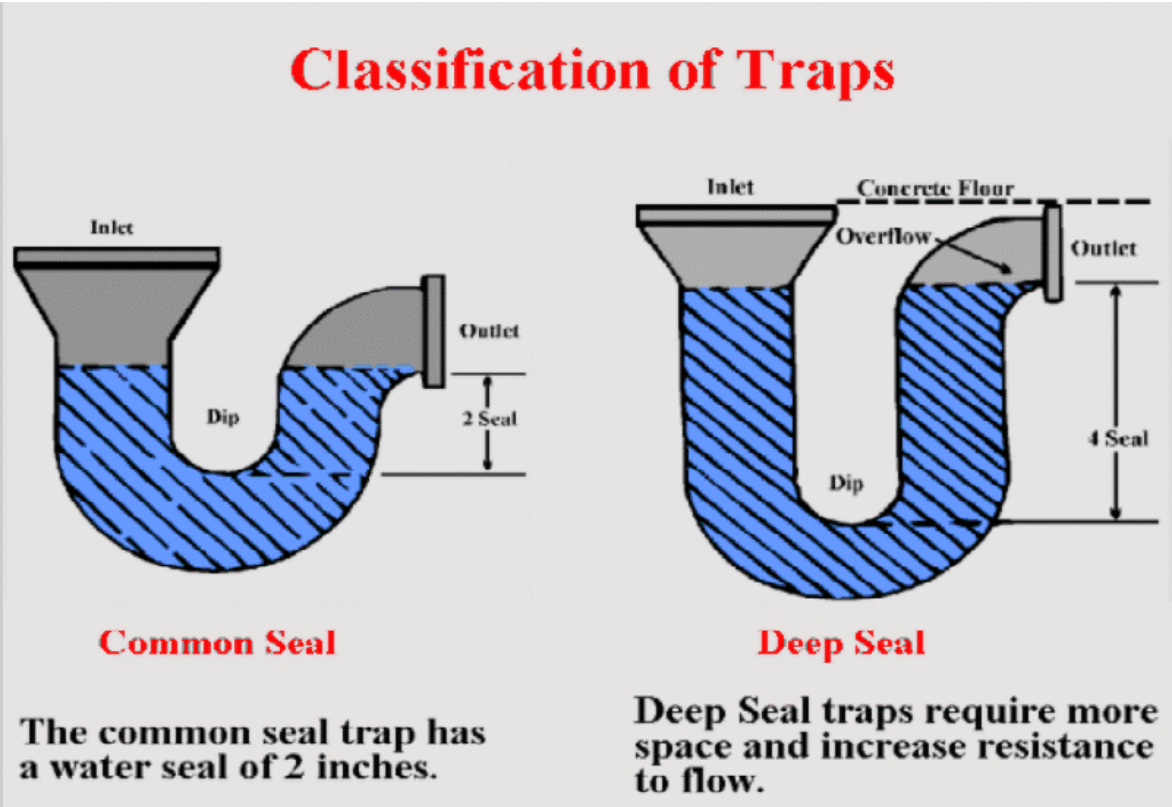

**Figure 1. Classification of Traps**
**2.2. P-Trap.** There are two different types of P-traps: the common seal and the deep seal (*which holds twice the column of water, or 4 or more inches than the common seal*). Both types of P-traps require the same type of repairs. (See Figure 1.)